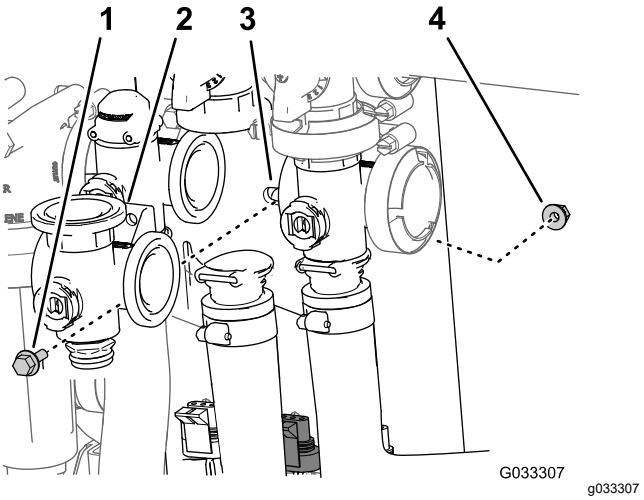

Figuur 71
3. Verwijder de flenskopbout en flensborgmoer waarmee de mengklep is bevestigd aan de klepbevestiging en verwijder de verdeler uit de machine (Figuur 71).